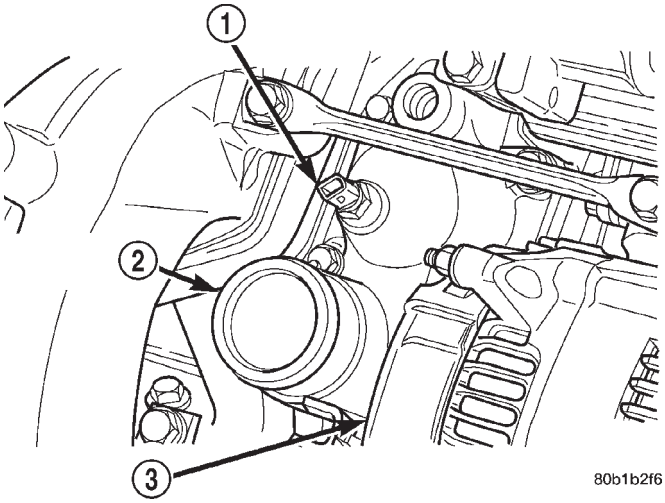

Fig. 17 Engine Coolant Temperature Sensor—8.0L Engine
(17) Verify that fuel injector wire harness connectors are firmly connected to injectors in the correct order. Each harness connector is numerically tagged with the injector number (INJ 1, INJ 2 etc.) of its corresponding fuel injector and cylinder number.
(18) Verify harness connectors are firmly connected to idle air control (IAC) motor and throttle position sensor (TPS).
(19) Verify that wire harness connector is firmly connected to the engine coolant temperature sensor (Fig. 17).